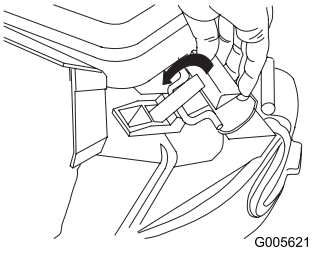

Figura 25
4. Puxe o manípulo para trás até que o trinco encaixe na ranhura no trinco da porta do saco (Figura 25).